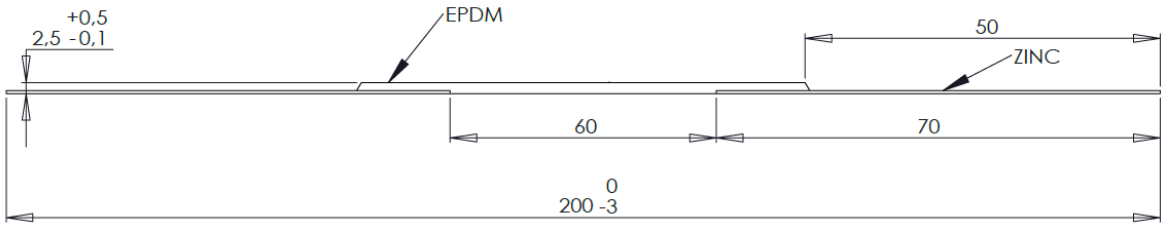

***Figure 1 – VMZ Joint de dilatation type 20***
***Figure 1 bis – VMZ Joint de dilatation type 39***